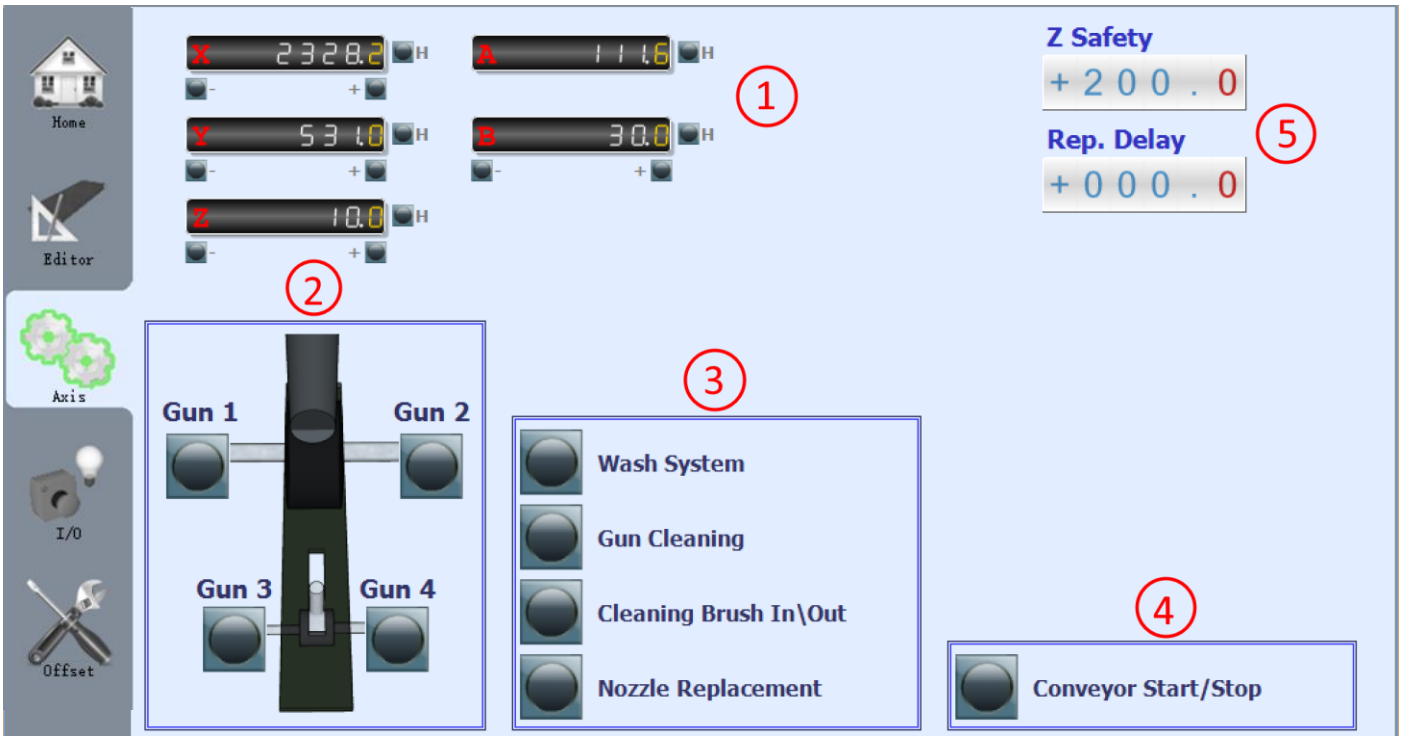

Fig. 5
- Gun Cleaning X,Y,Z,A,B: positions of the axes during the cleaning process of the guns. See GUN CLEANING (Fig.5, 3).
- Wash X,Y,Z,A,B: positions of the axes during the washing process of the guns. See WASH SYSTEM (Fig.5, 3).
- X,Y,Z Nozzle: position of the axes for a visual control of the guns. See NOZZLE REPLACEMENT (Fig.5, 3).